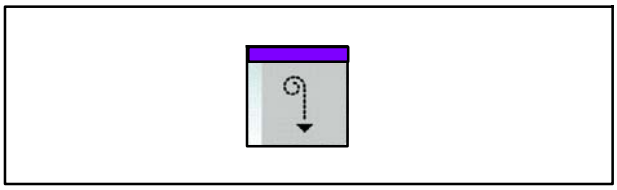

Fig. 150 Touche Fermer la porte roulante
27. Appuyer simultanément sur les deux touches Fermer la porte roulante (Fig. 150) (commande bimanuelle) jusqu'à ce que la porte roulante soit fermée